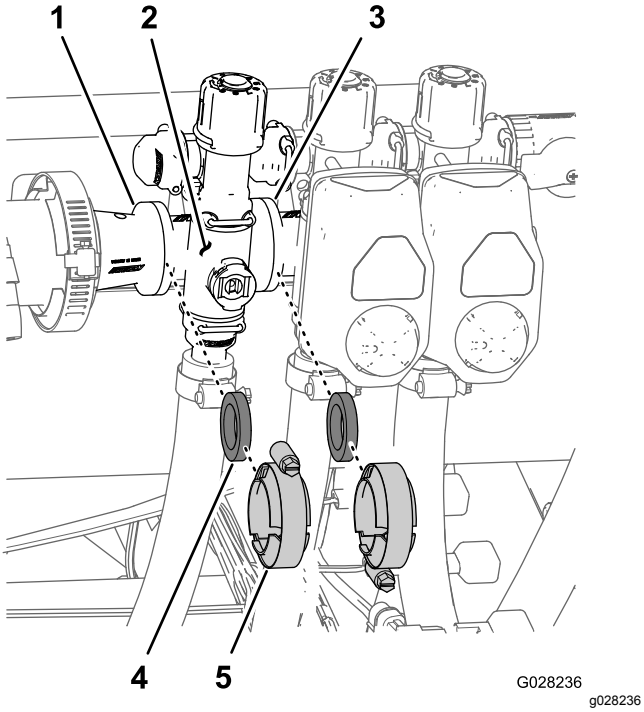

Figur 104
1. Fjern klemmene og pakningene som fester manifoldet for seksjonsventilen (Figur 104) til den nærliggende seksjonsventilen (hvis det er den venstre seksjonsventilen) og reduksjonskoblingen.